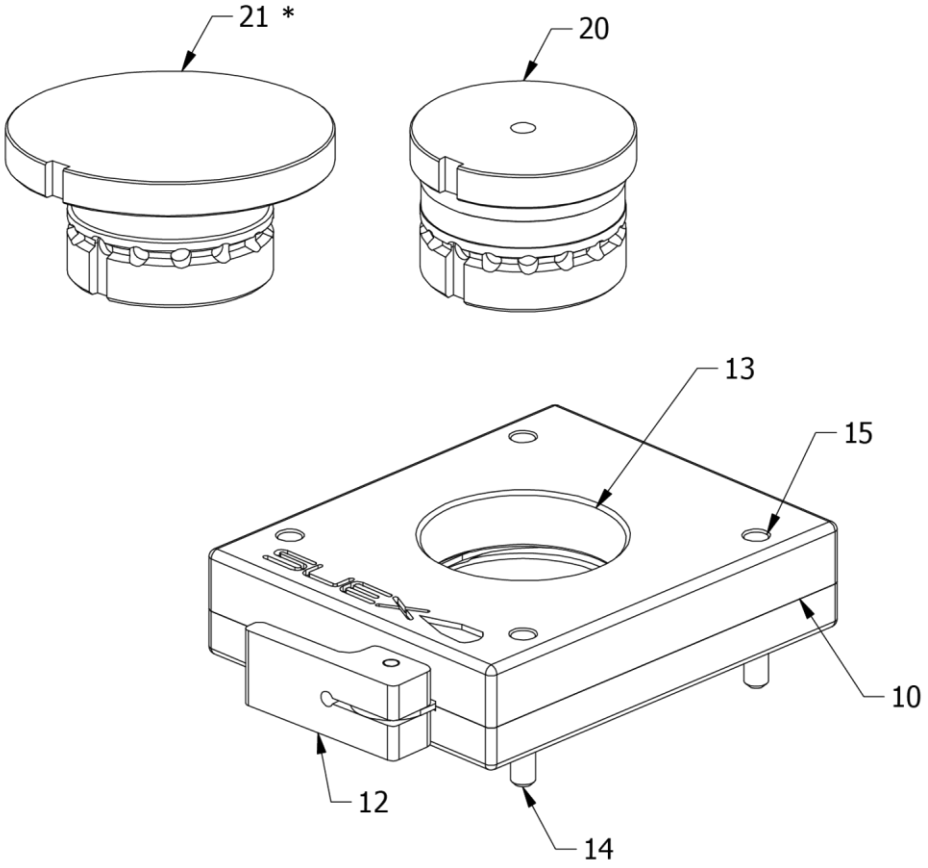

Fig.4 - Descrizione delle parti del supporto rotante
Il supporto rotante è costituito da un corpo (10 - Fig. 4) munito di 4 viti (14) integrate per il fissaggio sulla staffa del supporto fisso, da un foro centrale dove vengono inseriti gli specifici innesti (20 / 21) e da una leva per il blocco / sblocco rapido degli innesti.
Avvitare le 4 viti (14 - Fig.4) in modo alternato senza forzare per evitare di danneggiare il supporto.